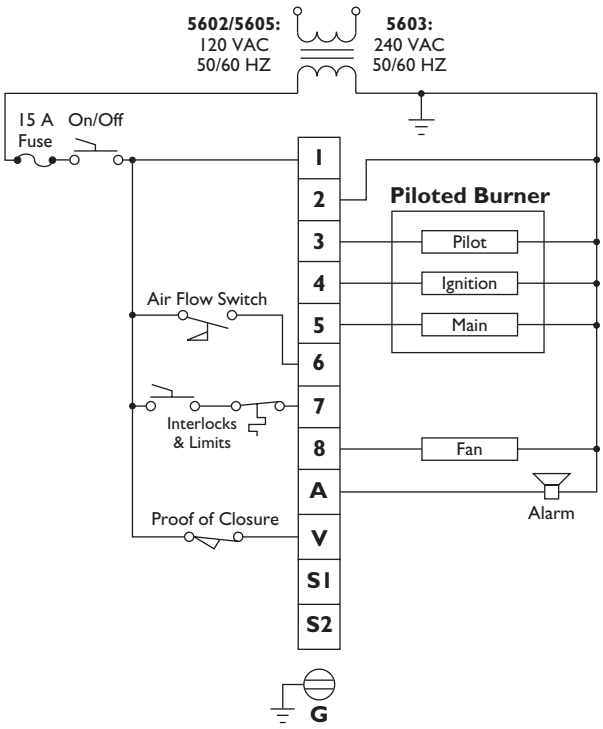
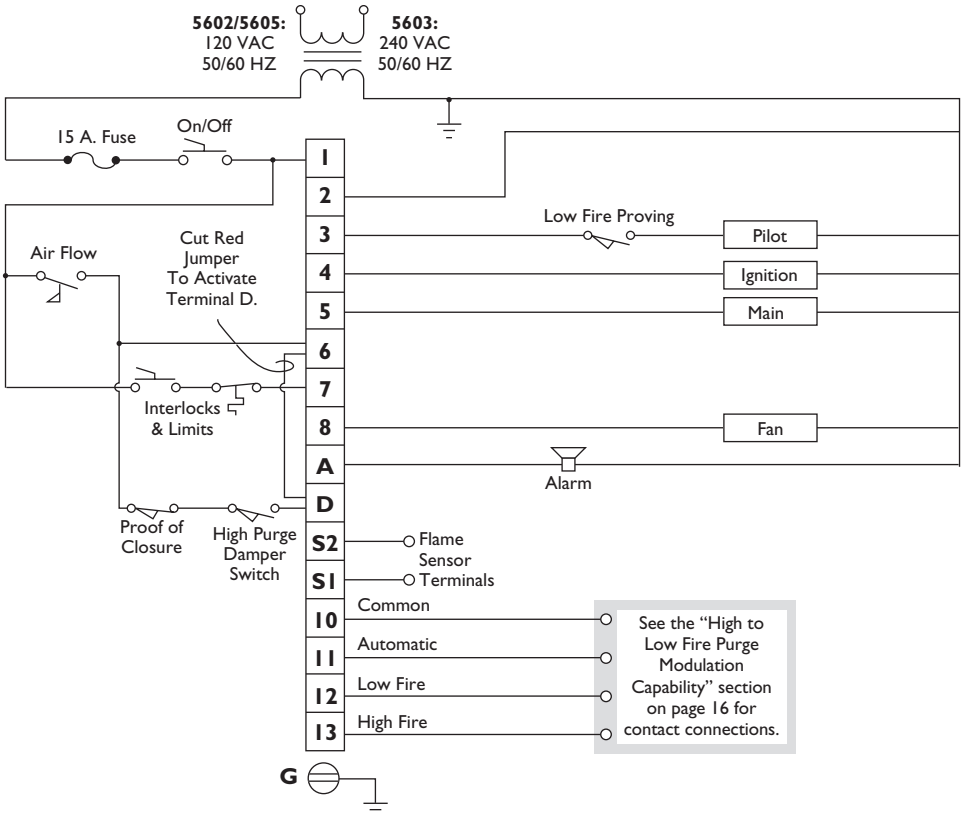

## *Figure 5.2* Modulation Wiring Diagram
## *Figure 5.3* Typical Connections For All Models
**For modulation models:** it is possible to wire the system for checking low fire start position prior to pilot ignition. To use this feature, the low fire start switch must be connected between terminal 3 and the pilot valve (see Figure 5.2). On direct spark burners, a by-pass contact must be wired around the low fire switch, see relay and contact CR in Figure 5.3.
Wire the display according to figure 5.3. Mount through a ¼ DIN cutout using the two supplied brackets in either the top and bottom or the side slots. Locate the display and wiring to minimize electrical interference. Applying and disconnecting the display power supply should coincide with power to terminal 1 of the Veri-Flame. Use the appropriate cable (Eclipse part #20318) to connect to the test jack and to the S2 terminal of the Veri-Flame wiring base. Do not attempt to parallel the test jack signal to other devices when using a remote display. The LCD display contrast can be adjusted on the back with a small blade screwdriver.